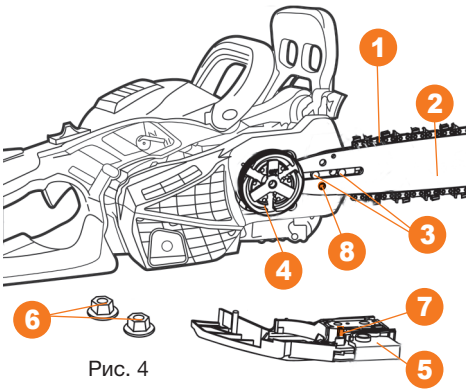

Рис. 4
- Смажьте ведомую звездочку шины несколькими каплями масла через специальное отверстие. Установите шину на направляющие шпильки ❸ переместите шину максимально близко к ведущей звездочке ❹. Сориентируйте направление зубьев цепи ❶ по стрелке на корпусе шины и наденьте ее на ведущую звездочку, уложите цепь в пазы шины ❷. Установите боковую крышку ❺ и слегка прижмите её гайками ❻. Обратите внимание, при установке боковой крышки на совпадение штока ❼ натяжения цепи в крышке и отверстие ❽ в шине (Рис. 4).